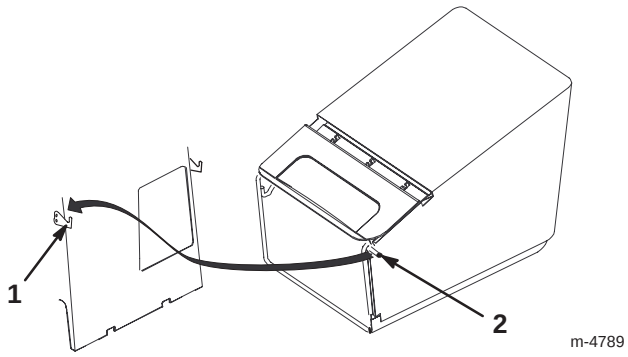

Bild 17
5. Hängen Sie die Fangkorbrahmenstifte in die Haken ein, siehe Bild 17.
4. Heben Sie die Fangkorbrahmenstifte von den Haken ab. Nehmen Sie sie dann aus der Öffnung heraus, siehe Bild 17.